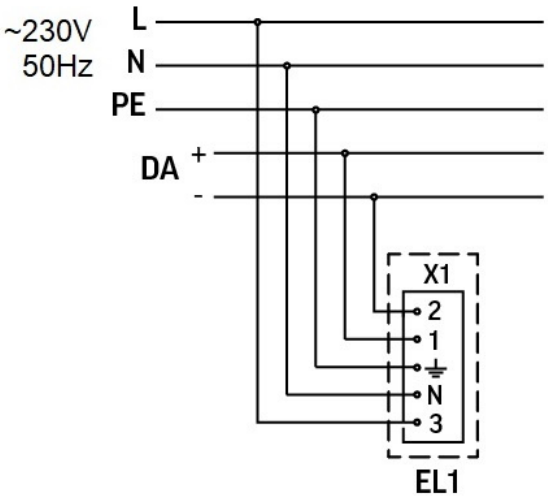

Рис.7
4. Подключите питание светильника согласно схеме, рис.7 ;